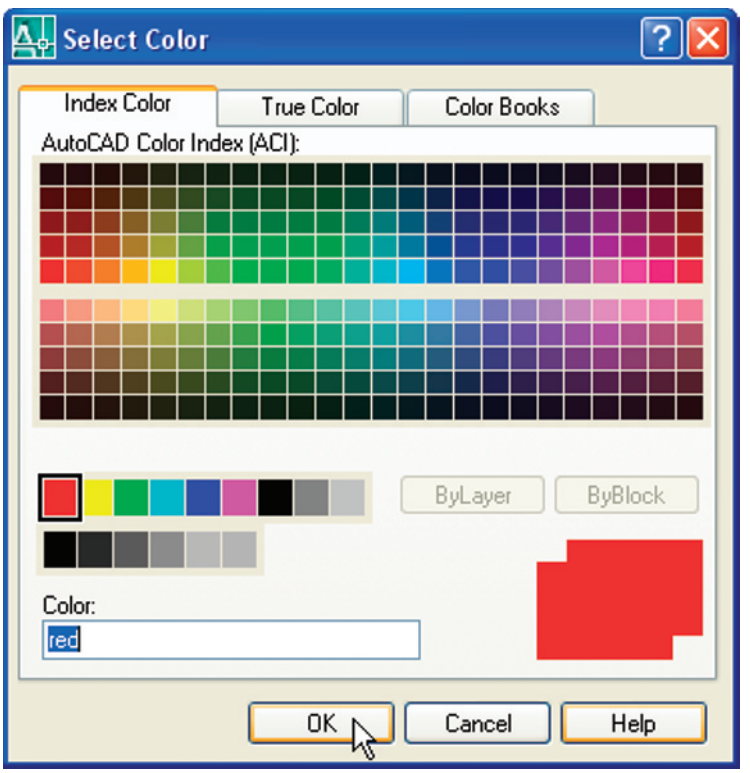

Fig. 4.18 The **Select Color** dialog
4. *Click* against one of the squares under the **Color** column of the dialog. The **Select Color** dialog appears (Fig. 4.18). *Double-click* on one of the colours in the **Index Color** squares. The selected colour appears